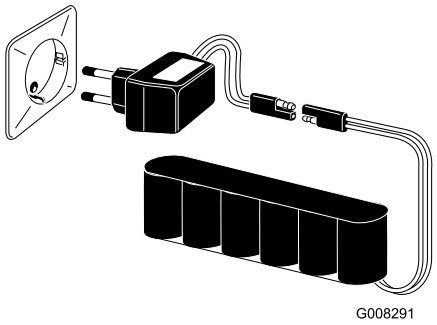

Figure 27
3. Branchez le chargeur à la batterie (Figure 27).
4. Branchez le chargeur sur le secteur et chargez la batterie pendant **24 heures** (Figure 27).